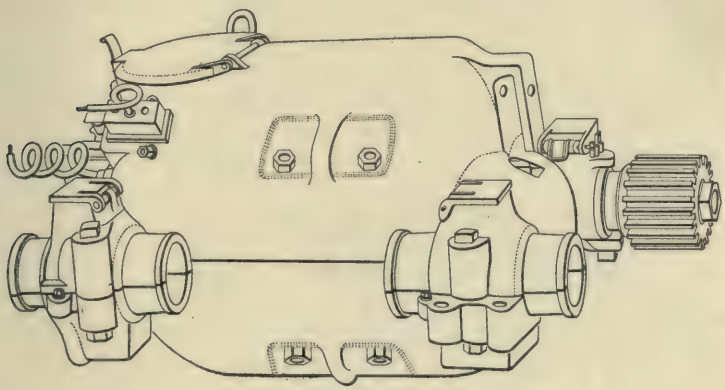

FIG. 7.
**9.** This motor, Fig. 7, is rated at 50 horsepower, but, being of liberal dimensions both in its electrical and